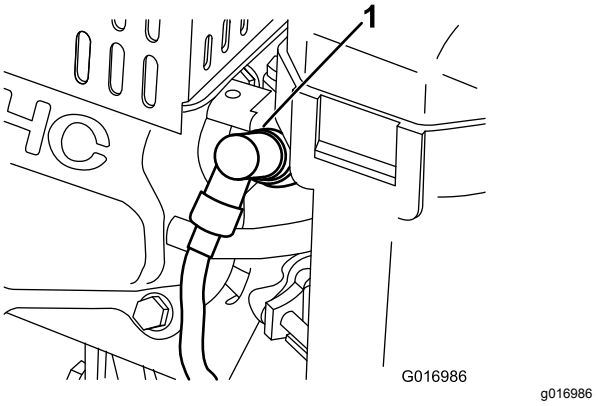

Rysunek 33
1. Wyciągnij moduł przewodu ze świecy zapłonowej (Rysunek 33).